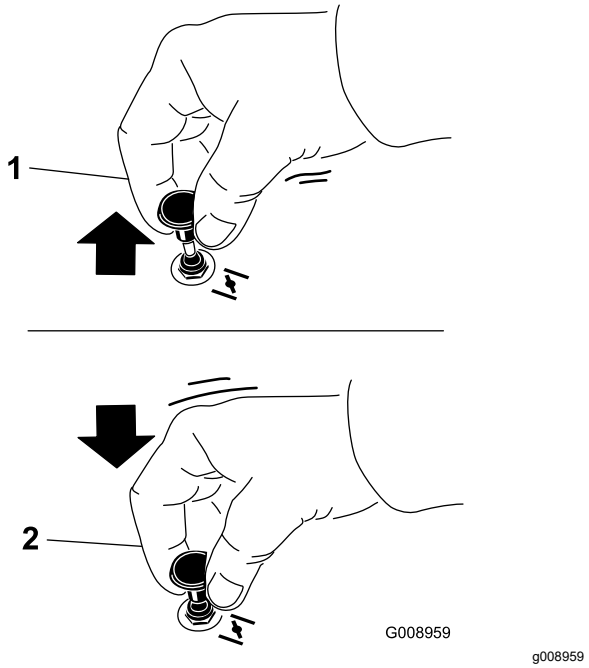

**Figur 22**
1. Træk op i chokerhåndtaget for at aktivere chokeren, før tændingskontakten tages i brug (Figur 22).
2. Tryk chokerhåndtaget ned for at deaktivere chokeren, når motoren er startet (Figur 22).